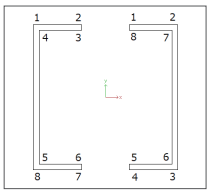

図6　閉じた多角形（座標整理後）
i) 左右の断面を選択した状態で右クリック＞「グループ」を選択して、1つの断面形状とします（図6）。